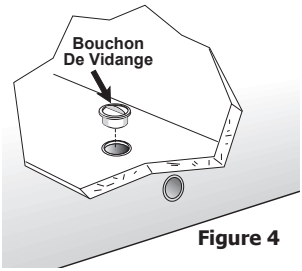

Figure 4
- Retirez le bouchon de vidange à l'intérieur du congélateur (voir figure 4). L'eau de dégivrage s'écoulera. Vérifiez de temps en temps le récipient pour que l'eau ne déborde pas.